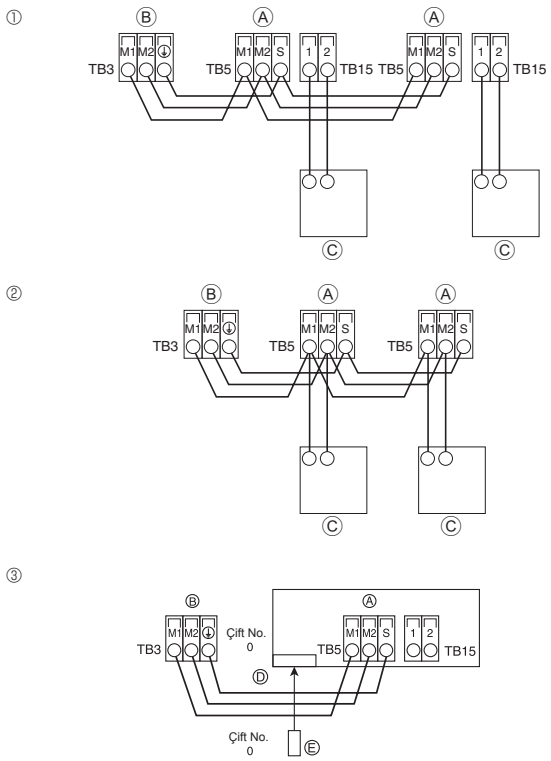

Fig. 6-3
6.4. Uzaktan kumanda ünitesi, iç ve dış iletim kablolarının bağlanması (Fig. 6-3)